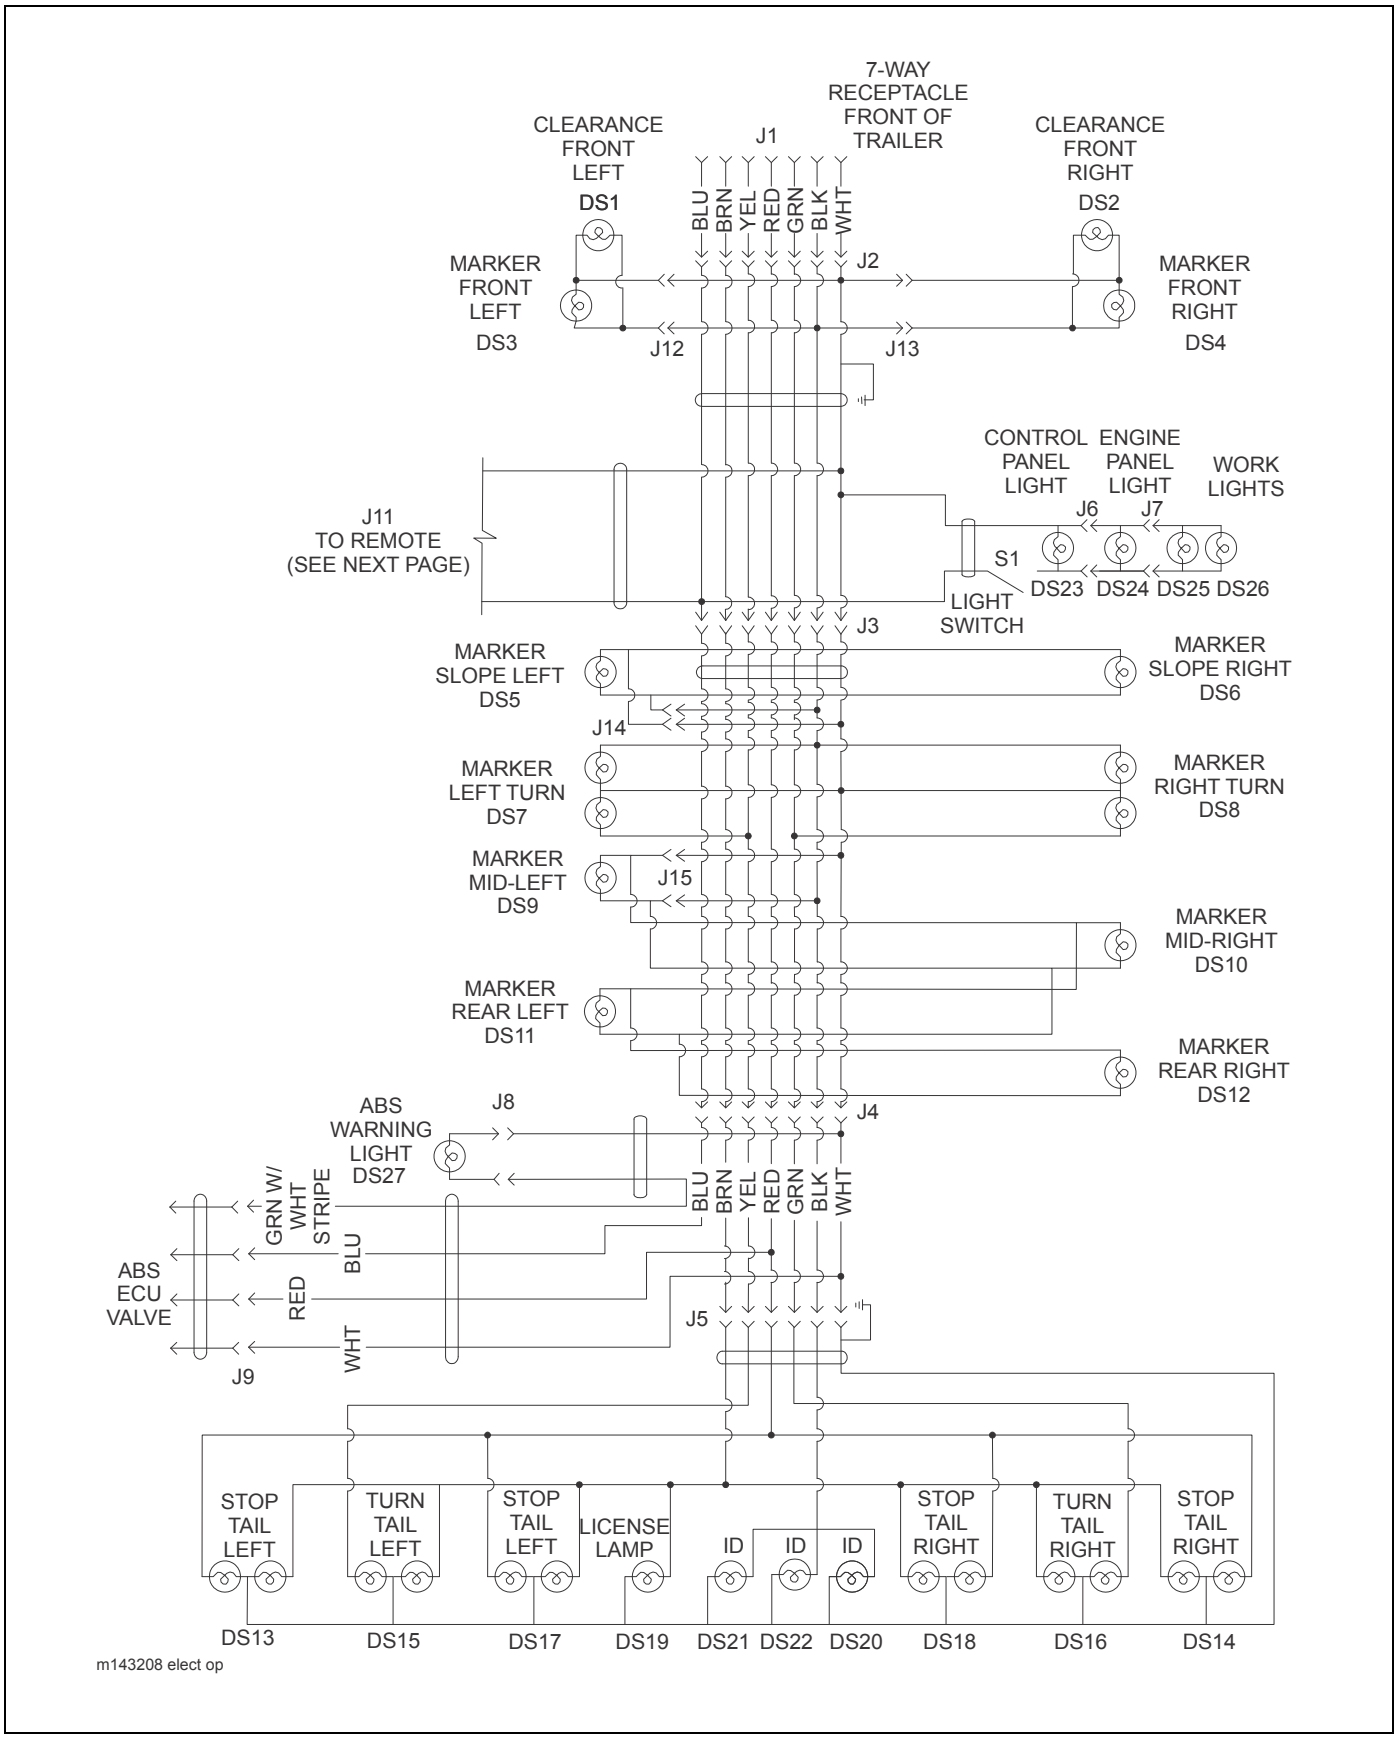

Figure 4-3: 425B/440/455 Wiring Diagram
1. Maintenance of the electrical system consists of inspection and minor servicing. Any wire, connection or electrical component showing signs of corrosion, wear, breakage or unraveling must be repaired or replaced. **(See Figures 4-3 and 4-4 for electrical wiring diagrams and Table 4-4 for wiring parts list)**